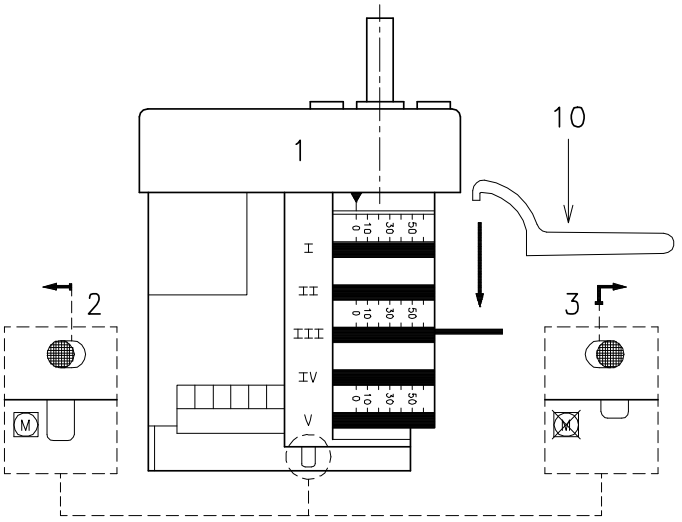

Fig. 28
Per l'eventuale regolazione della camma III, specie per i piccoli spostamenti, è possibile utilizzare l'apposita chiavetta 10) (Fig. 28) trattenuta da una calamita sotto il servomotore.
- ➤ A regolazione avvenuta e bruciatore spento verificare manualmente, dopo aver sbloccato il servomotore premendo e spostando verso destra il pulsante 3) (Fig. 28), che fra 0° e 130° non vi siano impuntamenti.
- ➤ Durante le regolazioni delle portate intermedie si consiglia di regolare l'aria in posizioni tali per cui il cuscinetto che scorre sopra la lamina a profilo variabile della camma si trovi direttamente a fianco di una delle viti 3) (Fig. 28), questo per fare in modo che la regolazione eseguita su una vite alteri il meno possibile le regolazioni attigue.